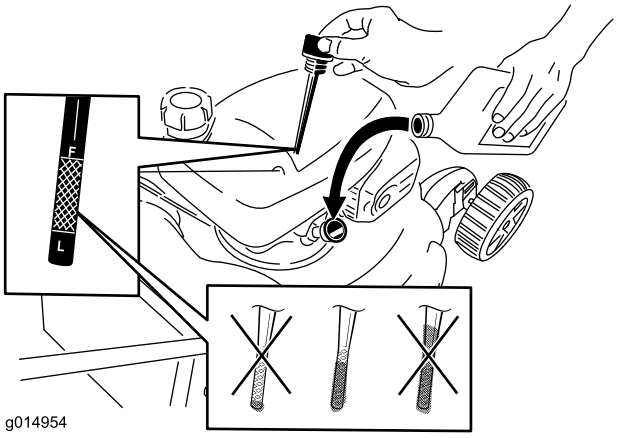

Figuur 14
2. Verwijder de peilstok (Figuur 14).
5. Haal de peilstok eruit en lees het oliepeil af; zie Figuur 14.
- Als het oliepeil te laag is, giet u langzaam een kleine hoeveelheid olie in de vulbuis. Herhaal vervolgens stappen 3 tot 5 totdat het oliepeil juist is; zie Figuur 14.